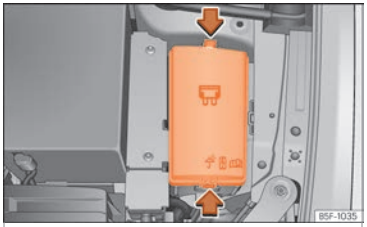

Abb. 53 Im Motorraum: Abdeckung des Sicherungskasten.
- Drücken Sie die Verriegelungslaschen, um die Abdeckung des Sicherungskastens zu entriegeln ››› **Abb. 53**.